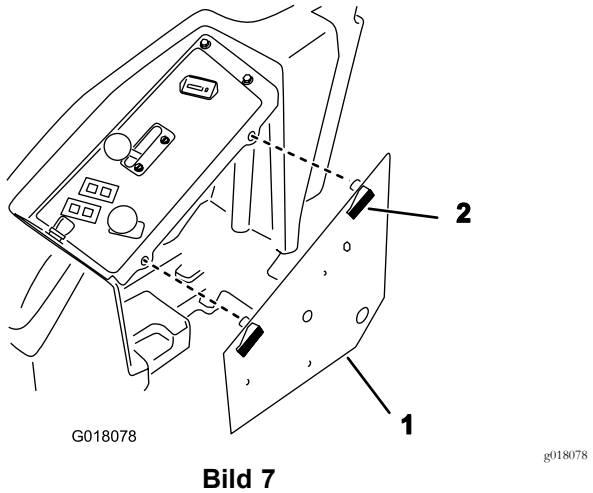

Bild 7
2. Entriegeln Sie das Armaturenbrett und legen es zur Seite (Bild 7).